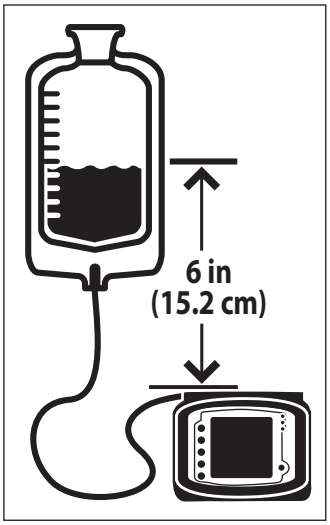

Рисунок 4B. Правильный уровень жидкости
4. **Установите мешок комплекта насоса так, чтобы верхний край объема питательной смеси располагался на 15 см (6 дюймов) выше насоса (рис. 4B).**
7. **Верхний край объема питательной смеси должен располагаться на 15 см (6 дюймов) выше насоса (рис. 4B).**